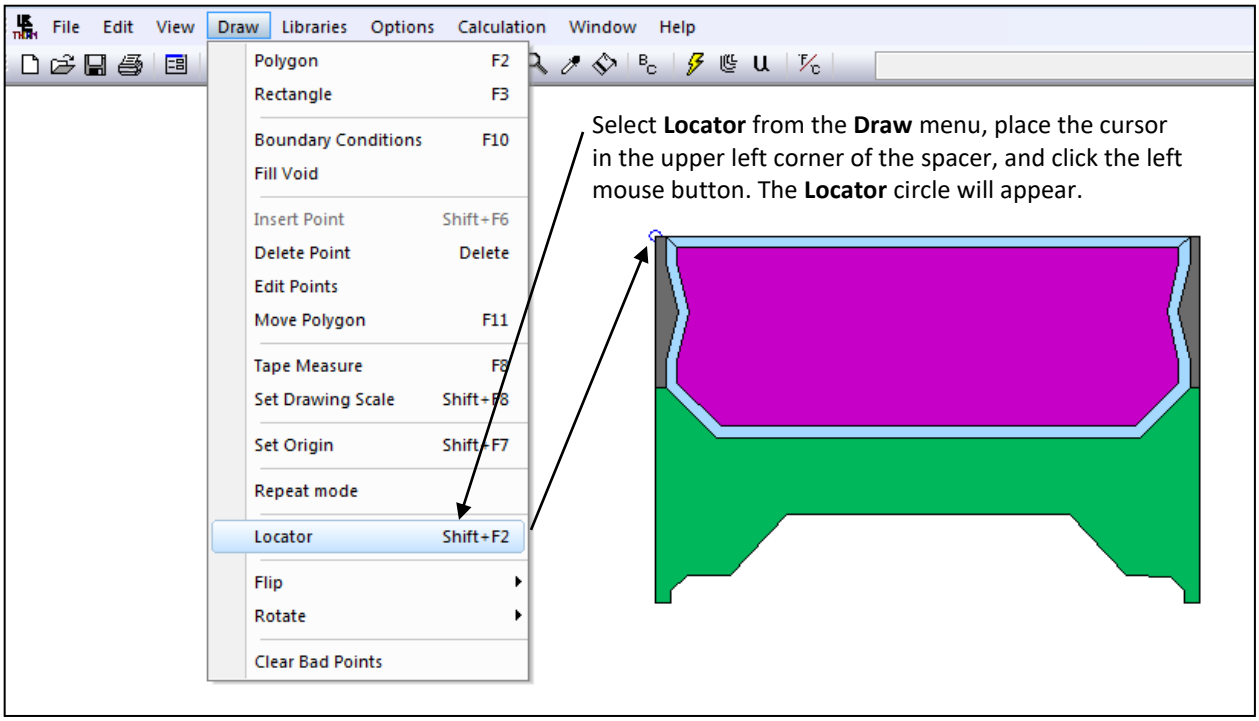

*Figure 10-39. Position the **Locator** in the upper left corner of the spacer.*
- Use the **Draw/Locator** menu to place the locator circle in the upper left corner of the spacer drawing (if it is not already there), as shown in Figure 10-39.